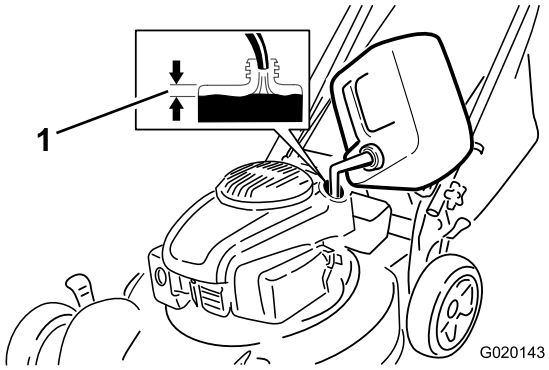

**Figuur 7**
Vul de brandstoftank met verse loodvrije, normale benzine van een bekend merk (Figuur 7).
2. Vul de brandstoftank tot er nog minstens 1 cm onder de onderkant van de vulbuis vrij blijft, zodat de benzine kan uitzetten (Figuur 7).